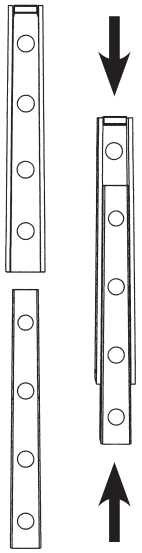

Figure 1
2. This bench is held together by use of ***interlocking wedge*** hardware, as shown in figure 1.
2. These benches are held together by use of ***interlocking wedge*** hardware, as shown in figure 1 on opposite side of this sheet.